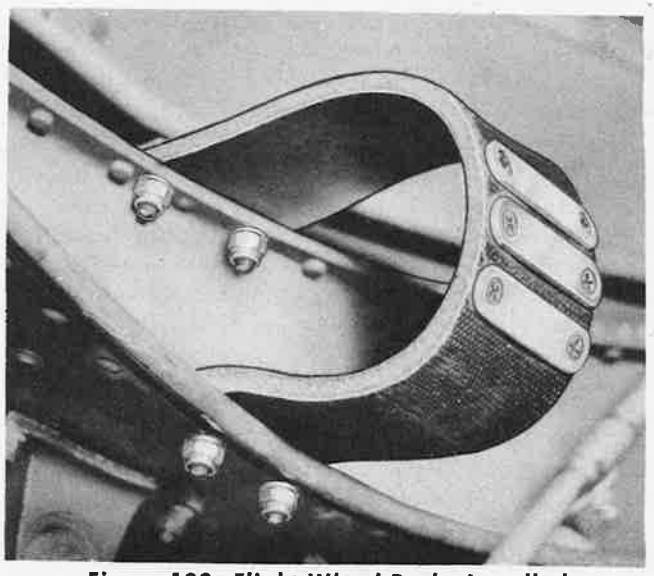

Figure 180—Flight Wheel Brake Installed
1. DESCRIPTION.—A flight wheel brake is attached to the rear face of the fire wall in each nacelle (figure 180) and consists of a length of heavy flexible belting fastened at each end to the fire wall and faced with small steel plates. When the landing gear is retracted into the nacelle wheel well, the brake automatically contacts the tire tread and causes sufficient braking action to stop the rotation of the wheel caused by the slip stream.